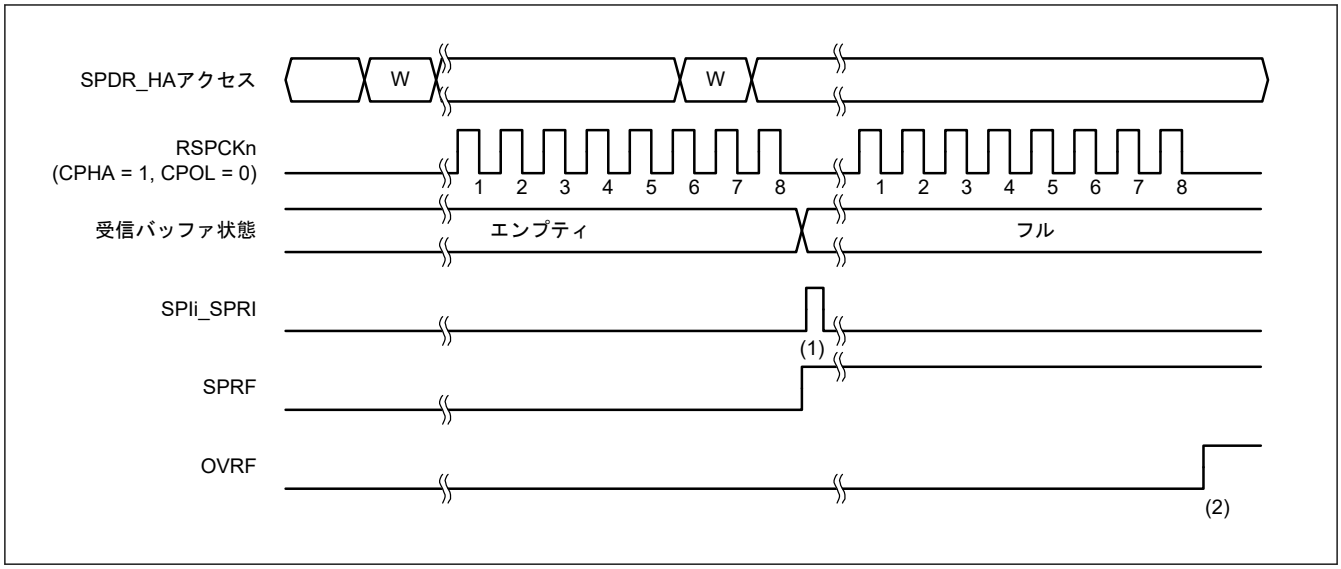
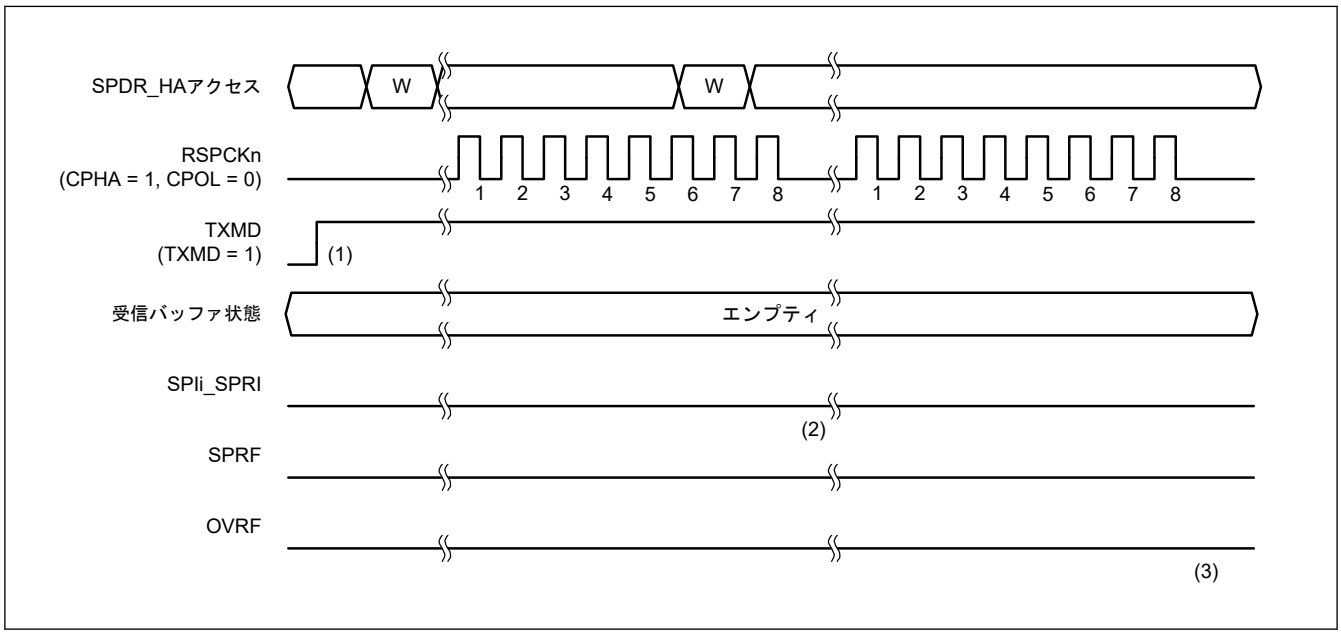
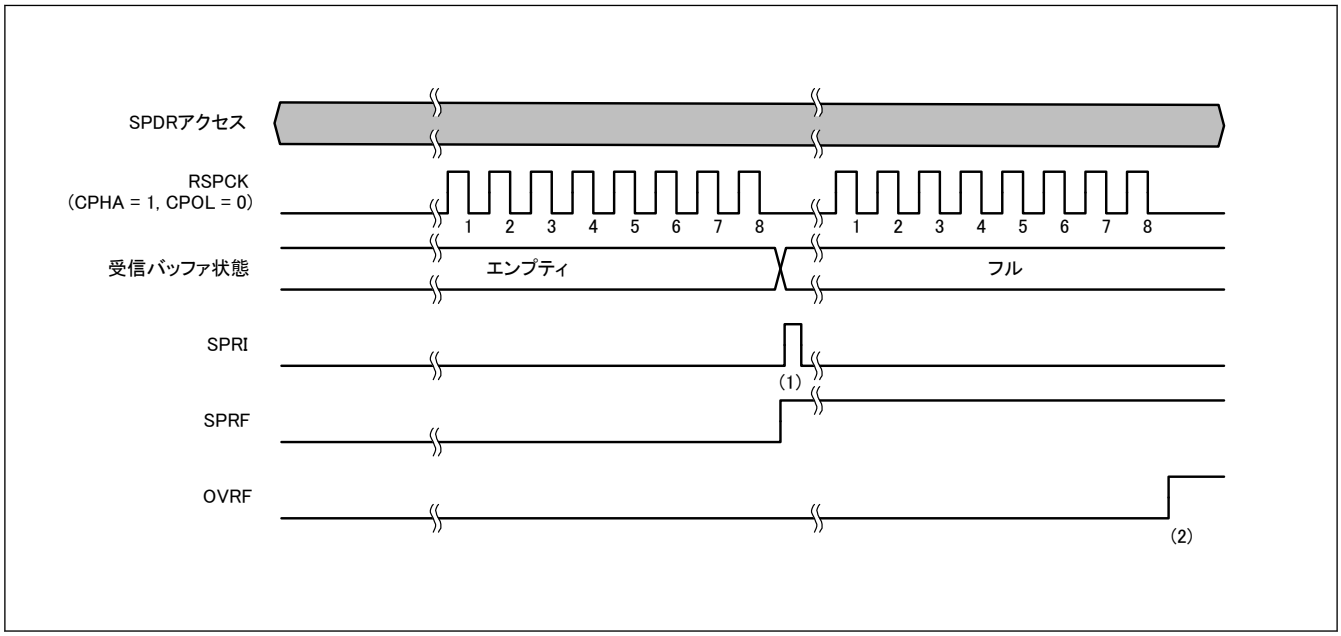

**図 29.26　SPCR3.ETXMD = 0 かつ SPCR.TXMD = 0 の動作例**
**図 29.27　SPCR3.ETXMD = 0 および SPCR.TXMD = 1 の動作例**
**図 29.28 MSTR = 0 かつ ETXMD = 1 の場合の動作例**
通信動作モード選択ビット (SPCR.TXMD) の設定により、全二重同期式シリアル通信または送信のみの動作が選択できます（拡張通信モード選択ビット (SPCR3.ETXMD) が 0 の場合）。SPCR3.ETXMD ビットが 1 の場合、スレーブモード (SPCR.MSTR = 0) で SPI の動作は受信のみです。これは SPCR.TXMD ビットが SPI の動作に影響を及ぼさないためです。図 29.26、 図 29.27、および図 29.28 に記載した SPDR アクセスは、SPDR レジスタへのアクセス状況を示しています。W は書き込みサイクルを示しています。
図 29.26 に、SPI コントロールレジスタ 3 (SPCR3) の拡張通信モード選択ビット (ETXMD) を 0、通信動作モード選択ビット (SPCR.TXMD) を 0 にした場合の動作例を示します。この例では、SPDCR.SPFC[1:0]ビットが 00b、SPCMDm.CPHA ビットが 1、SPCMDm.CPOL ビットが 0 の設定で、SPI が 8 ビットのシリアル転送を実行しています。RSPCKn 波形の下に記載した数字は、RSPCK サイクル数（= 転送ビット数）を示しています。
以下に、図 29.26 の (1)、(2) に示したタイミングでのフラグ動作を説明します。
図 29.27 に、拡張通信モード選択ビット (SPCR3.ETXMD) を 0 にした場合および通信動作モード選択ビット (SPCR.TXMD) を 1 にした場合の動作例を示します。この例では、SPDCR.SPFC[1:0]ビットが 00b、SPCMDm.CPHA ビットが 1、SPCMDm.CPOL ビットが 0 の設定で、SPI が 8 ビットのシリアル転送を実行しています。RSPCKn 波形の下に記載した数字は RSPCK サイクル数（= 転送ビット数）を示しています。
以下に、図 29.27 の (1)～(3) に示したタイミングでのフラグの動作内容を説明します。
SPI コントロールレジスタ (SPCR) の SPI マスタ／スレーブモード選択ビット (MSTR) を 0 に設定し、SPI コントロールレジスタ 3 (SPCR3) の拡張通信モード選択ビット (ETXMD) を 1 に設定した場合の動作例を図 29.28 に示します。SPI データコントロールレジスタ(SPDCR) の SPFC[1:0]ビット = 00b、SPI コマンドレジスタ (SPCMD) の CPHA ビット = 1、SPCMD の CPOL ビット = 0 の設定で、SPI が 8 ビットデータシリアル転送をする例を図 29.28 に示します。RSPCK 波形の下の番号は、RSPCK 周期の番号（転送ビットの番号）を示します。